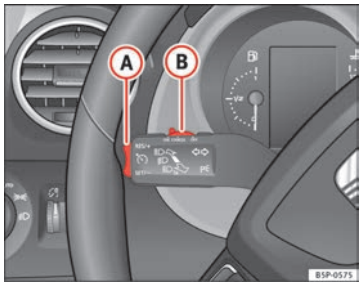

Abb. 154 Blinker- und Fernlichthebel: Schalter und Wippe für die Geschwindigkeitsregelanlage
– Schieben Sie den Schalter ⇒Abb. 154 (B) nach links auf **ON**.